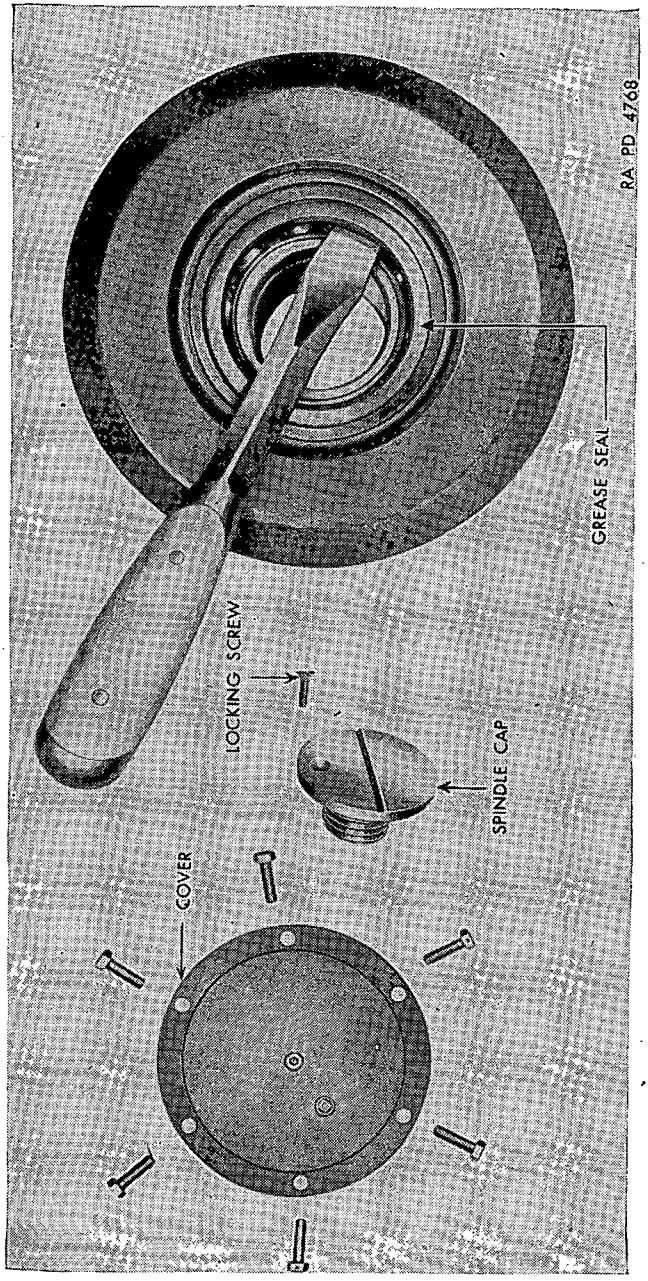

FIGURE 77.—Removing grease seal, track support rollers.
(*b*) Remove locking wire. Remove six ¼-inch hex-hd. cap screws holding track support roller plate to roller, and remove plate (fig. 77).
(2) *Grease retainer replacement.*—(*a*) Remove unserviceable retainer as shown in figure 77.